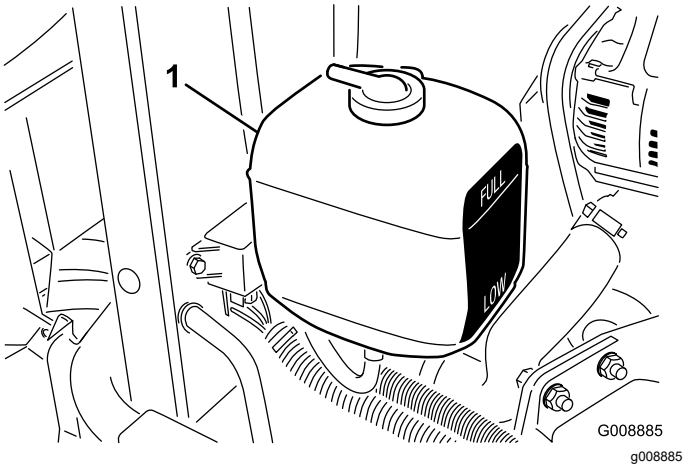

**Figur 28**
1. Kontroller kjølemiddelnivået i ekspansjonstanken (Figur 28). Når motoren er kald, skal kjølemiddelnivået være omtrent midt mellom merkene på siden av tanken.